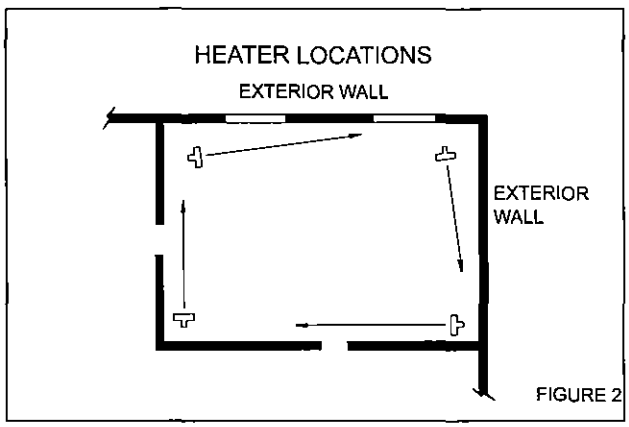

FIGURE 2
4. The air discharge is directed across areas of heat loss, such as doors and windows (see Figure 2).
5. The air discharge is directed along and at a slight angle toward exterior walls (see Figure 2).
7. Air discharge streams support each other and create a circular air flow. It is not required that the heater's air throw reaches the next heater (see Figure 2).